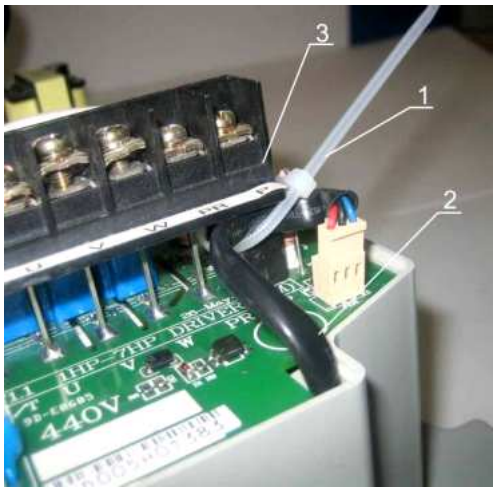

Рис. 7.10
7.4.4. Соединить разъемы кабелей вентиляторов с ответными разъемами на плате драйверов. Закрепить кабель вентилятора 2 к стойке силового клеммника 3 стяжкой 1 (рис. 7.10). Отрезать хвост стяжки у замка.